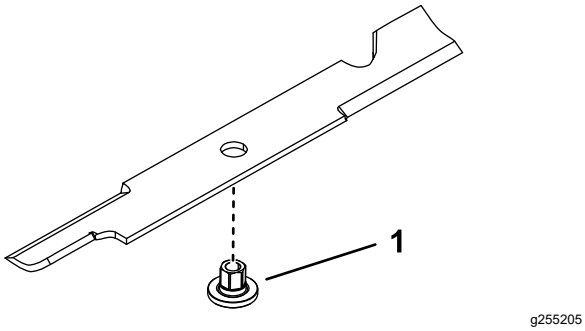

Figura 73
1. Instale o casquilho através da lâmina com a flange do casquilho na parte inferior (relva) da lâmina (Figura 73).